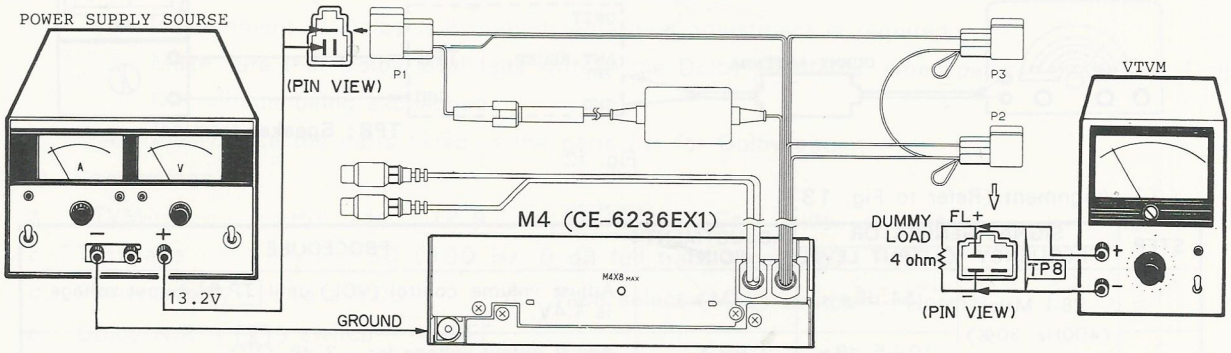

Fig. 9
a. Connections : Refer to Fig. 9.